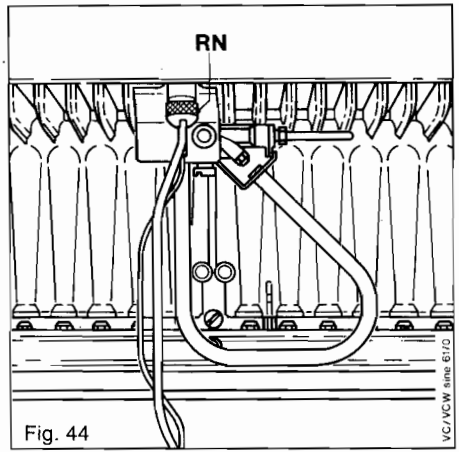

Fig. 44
14.2 Change of thermocouple (Fig. 44)